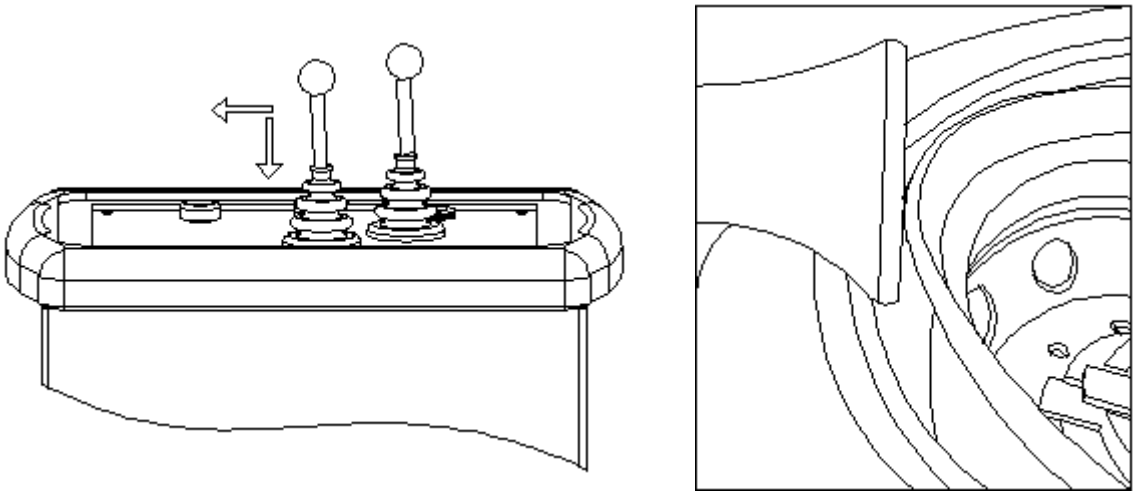

Rys. 7
3. Umieścić oponę na stalowej obręczy i przesunąć dźwignię sterującą 2 (22) w dół, aby opuścić zespół rolki. Użyć górnej rolki dociskowej 9, aby powoli dociskać oponę, a jednocześnie przesunąć dźwignię sterującą 2 (22) w lewo, aby uchwyt obrotowy wprawił oponę w ruch przeciwny do ruchu wskazówek zegara; podczas obrotu dociskać oponę, aby zakończyć montaż opony (patrz rys. 7).